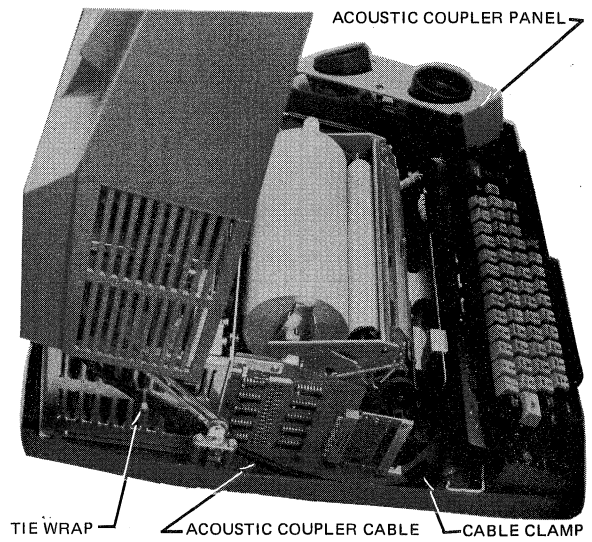

FIGURE 2-7.6. INSTALLING THE ACOUSTIC COUPLER PANEL CABLE
f. Install the cable attached to the Acoustic Coupler panel, routing the cable between the keyboard and the printhead cable bracket and between the left side of the PC card rack and the terminal cover, slide support as shown in Figure 2-7.6.
(1) Remove the protective paper from the self-adhesive cable clamp and press it on the terminal base between the keyboard and the printhead PC card brace as shown in Figure 2-7.6.
(2) Press the cable into the cable clamp slots.
(3) Loosely attach the cable to the PC card rack using a cable tie-down strap as shown in Figure 2-7.6.